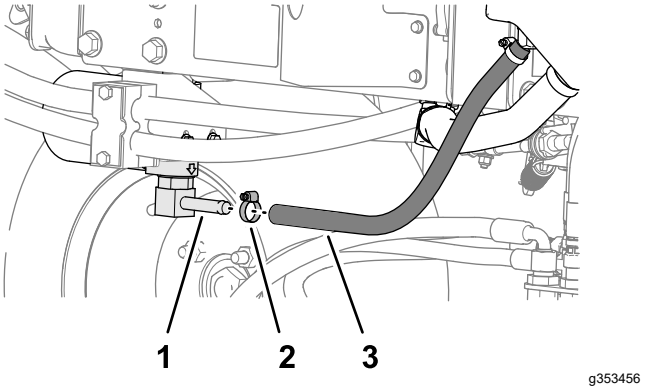
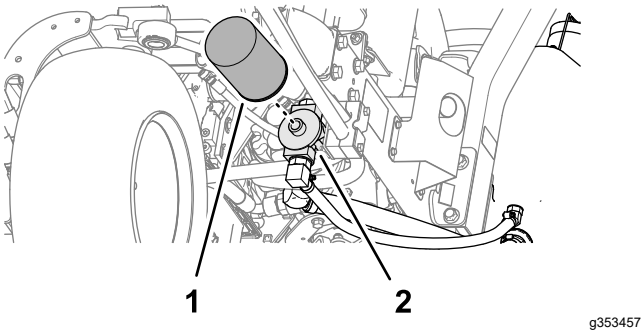

Figuur 89
Figuur 90
2. Maak de hydraulische slang (Figuur 89) los of verwijder het hydraulische filter (Figuur 90) en laat de hydraulische vloeistof in een opvangbak lopen.